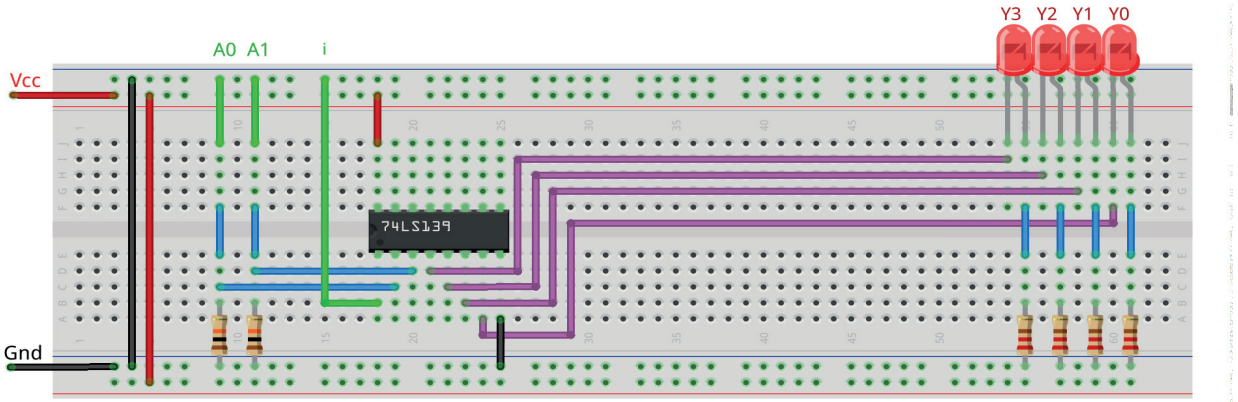

Figura 8.19 – Disposição dos componentes na placa de montagem.
1. Monte o circuito na placa de montagem, conforme figura 8.19.